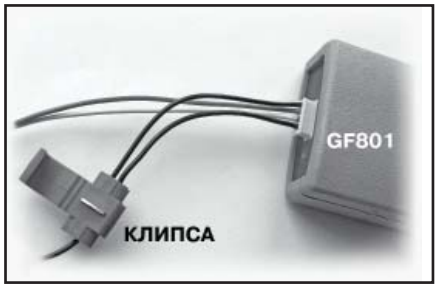

Рис.4. Подключение парктроника.
2) В колодке парктроника GF801 соединить между собой клипсой два провода черного цвета, отходящие от крайних контактов колодки, и подключить их к “массе” автомобиля (см. Рис.4)